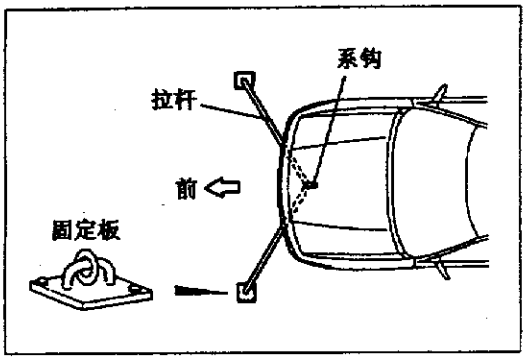

图 10－2－1
(4)为防止汽车开出，请用链条或钢丝绳系住后端的牵引钩，务必固紧链条或钢丝绳的端部，如图 10－2－1 所示。